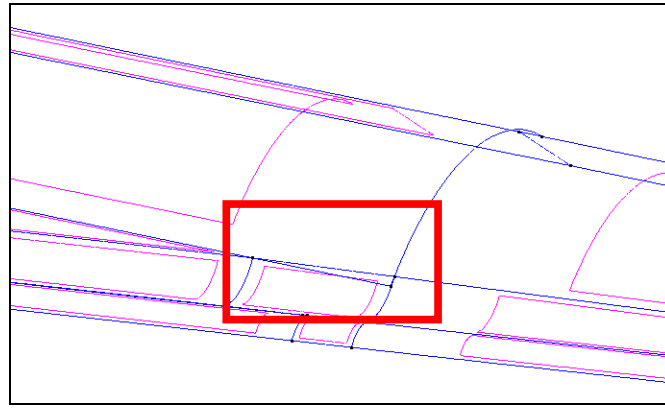

Figure 25. The magnified zone with two overlapping surfaces.
12. There are two surfaces that overlap each other at one end. (Figure 25)